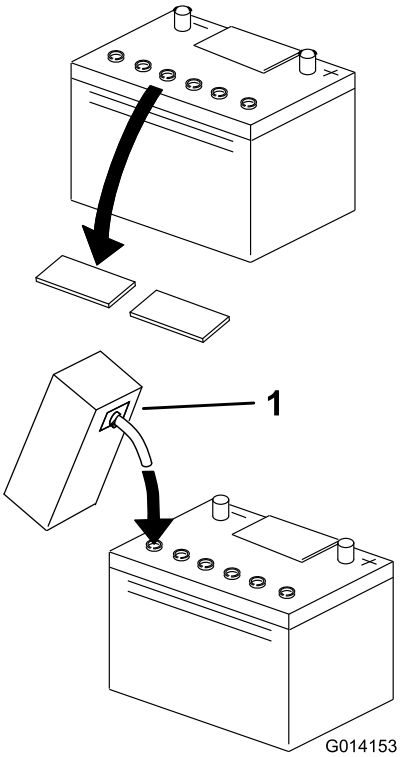

Figur 4
4. Rengör batteriets ovansida och ta bort luftarlocken (Figur 4).
5. Fyll försiktigt på varje cell med elektrolyt upp till korrekt nivå (Figur 4).
9. Fyll vid behov på varje cell upp till korrekt nivå (Figur 4).